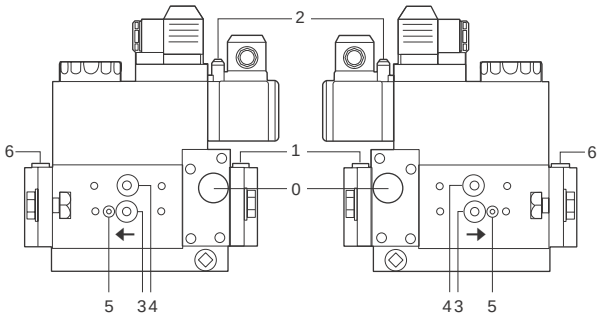

Fig. 42
- Pulizia filtri valvole gas (Fig. 42 e seguenti).